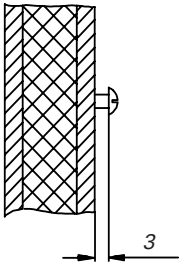

Abb. 3.2
2. In das obere mittlere Loch drehen Sie eine der Holzschrauben. An dieser Schraube wird das Steuergerät eingehängt. Lassen Sie zu diesem Zweck die Schraube ca. 3 mm herausstehen (Abb. 3.2).